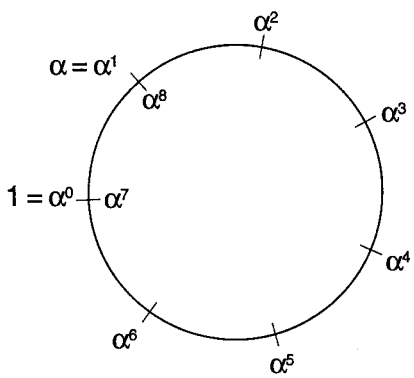

Fig. 8-3-15 Cycle of GF (2^3)
Fig. 8-3-15 shows this relationship from a different viewpoint. In this figure, since the cycle is closed, α's power after α^7 are replaced by values of α^6 or below.
(6) Hamming code
When one of the roots of an irreducible m-order polynomial in GF(2) is assumed to be α, the maximum period until α's power returns to the original number is $2^m - 1$ (see Fig. 8-3-15).